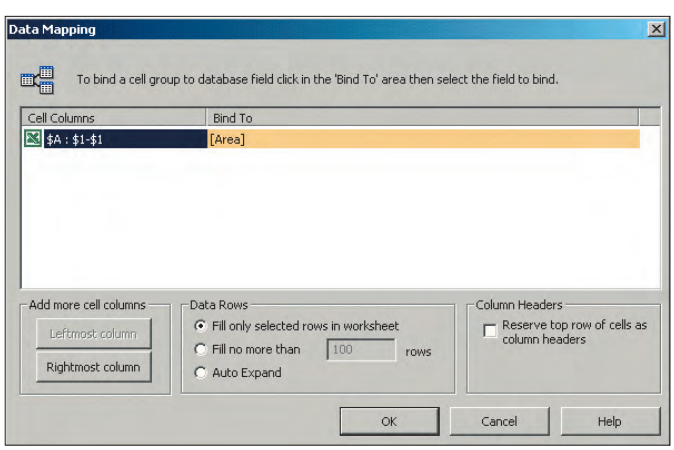

Рис. 19. Окно настройки размещения данных
10. На экран будет выведено окно, показанное на рис. 19. Поскольку мы не выделили группу ячеек для отображения нескольких столбцов, в списке будет отображаться одна